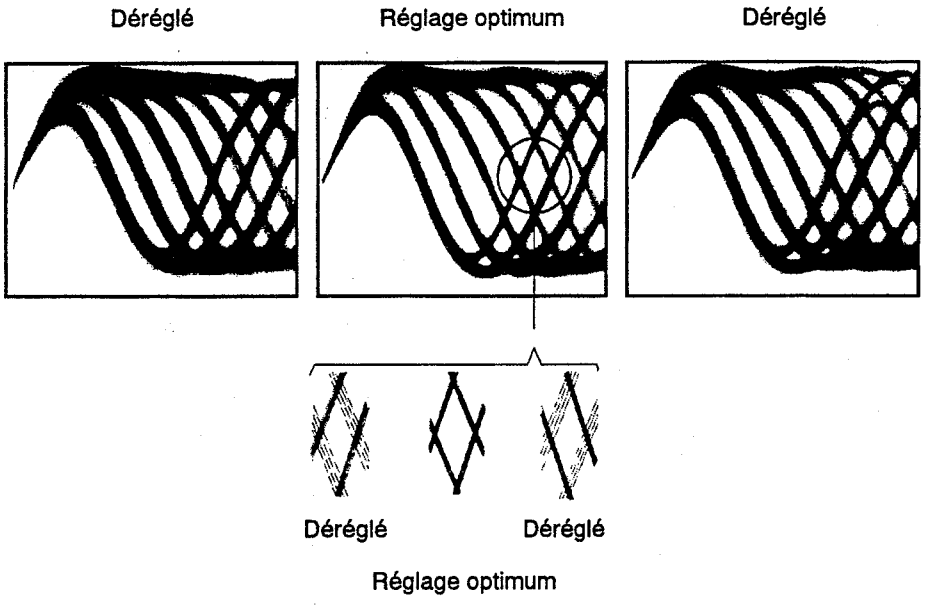

Figure 5 Motif en oeil
3. Ensuite, ajuster la vis d'inclinaison tangentielle à l'aide d'une clé hexagonale M de 3 mm, de façon que le motif en oeil (c'est-à-dire, le diamant au centre du signal RF) soit le plus clairement visible (Figure 5).